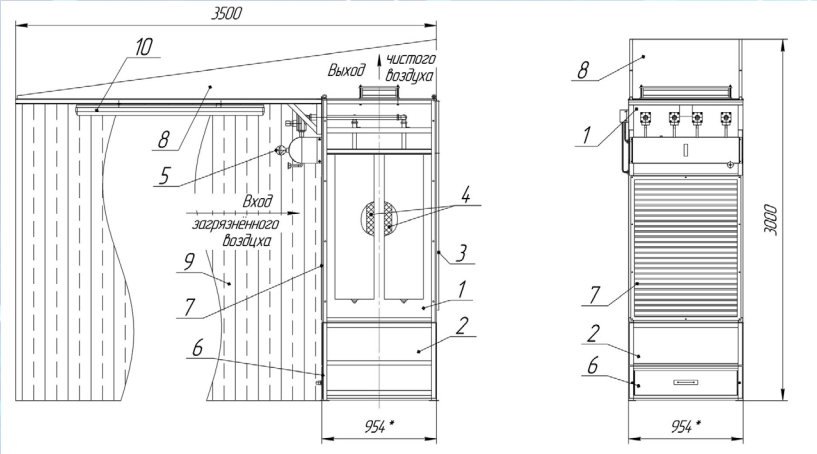

Рис. 1 Схема камеры КФВ-ОИ с самоочищающейся системой фильтрации воздуха
Камера фильтровентиляционная обеспыливающая КФВ-ОИ с самоочищающейся системой фильтрации (рис. 1), состоит из корпуса камеры (1) и бункера (2), с ящиком для сбора пыли (6). В корпусе камеры (1) установлены фильтрующие элементы патронные типа ФЭП (далее, в тексте - патроны) (4). Замена патронов осуществляется со стороны съемной двери 3.